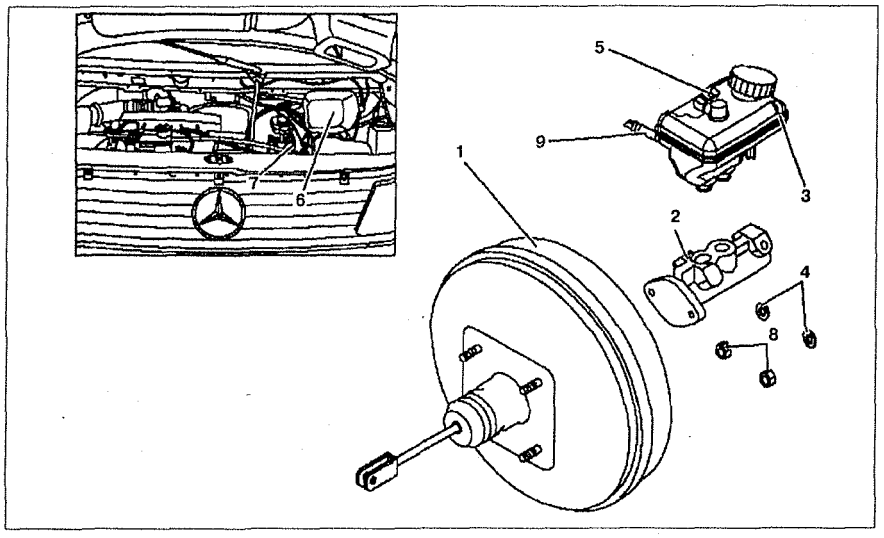

Рис. 9.1. Главный тормозной цилиндр:
3. Отсоедините трубки **9** от бачка **3** к главному тормозному цилиндру (см.рис.9.1).